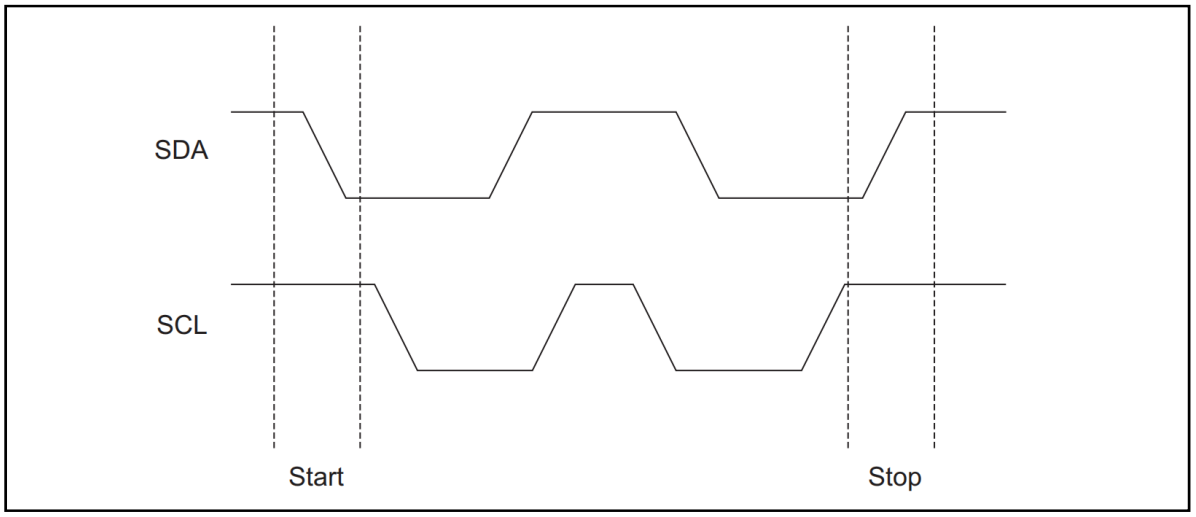

Figure 5. Start and Stop Definition
**Start Condition:** A high-to-low transition of SDA with SCL high is a Start condition, which must precede any other command (see Figure 5 ).
**Stop Condition:** A low-to-high transition of SDA with SCL high is a Stop condition. After a read sequence, the stop command will place the EEPROM in a standby power mode (see Figure 5 ).